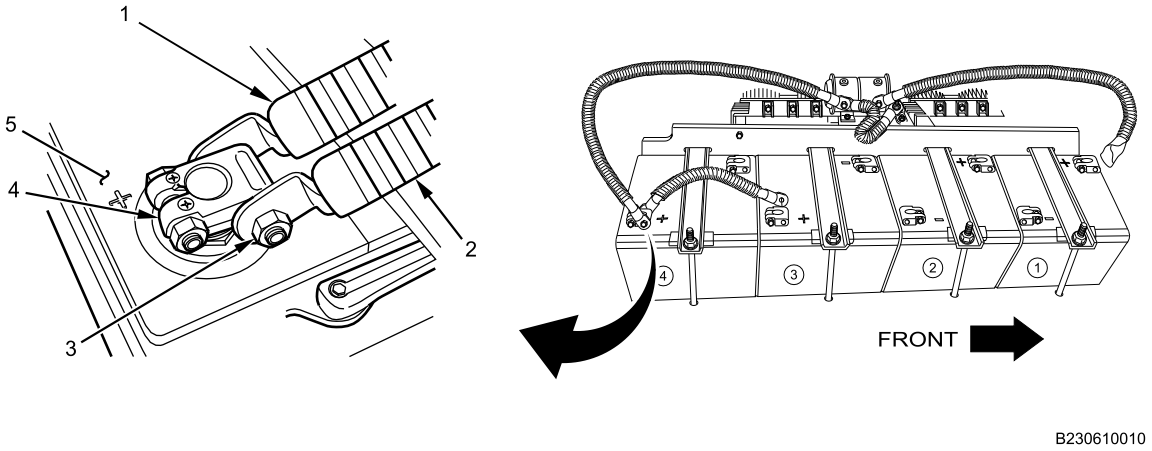

Figure 6. Battery 4 Positive Connections.
1. Install terminal bolt and battery 3 positive-to-battery 4 positive jumper cable (Figure 6, Item 1) on battery 4 positive stud adapter clamp (Figure 6, Item 4).
2. Install 24V battery disconnect solenoid switch terminal (Figure 6, Item 2) on terminal bolt on battery 4 positive stud adapter clamp (Figure 6, Item 4).
3. Install nut (Figure 6, Item 3) on terminal bolt on positive stud adapter clamp (Figure 6, Item 4) of battery 4 (Figure 6, Item 5) and tighten securely.